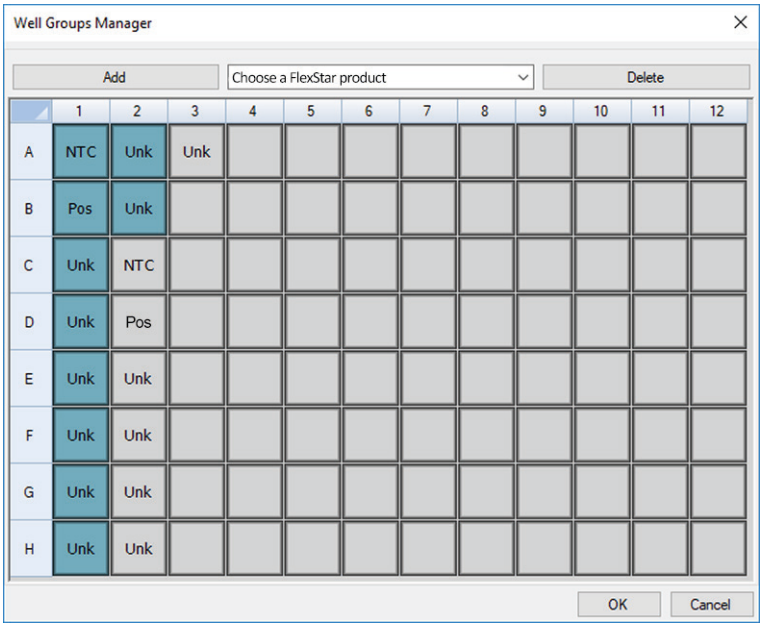

Figura 3: Ejemplo del cuadro de diálogo Well Groups Manager (gestor de grupos de pocillos)
2. En el cuadro de diálogo Plate Editor (editor de placa), haga clic en **Well Groups…** (grupos de pocillos...) en la barra de herramientas. Se muestra el cuadro de diálogo Well Groups Manager (gestor de grupos de pocillos) (consulte la figura 3).
5. Seleccione todos los pocillos en el área de la placa PCR que pertenezcan al primer ensayo (consulte la figura 3). Los pocillos que pertenecen a un ensayo individual pueden identificarse en el cuadro de diálogo Plate Editor (editor de placa) mediante la entrada del campo **Biological Set** (conjunto biológico).